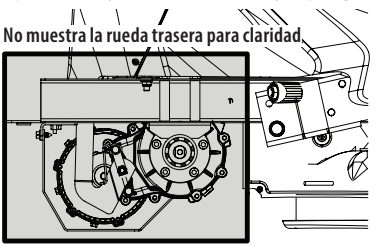

Figura 15
- Limpie alrededor y cerca de la transmisión y el eje (Figura 15).